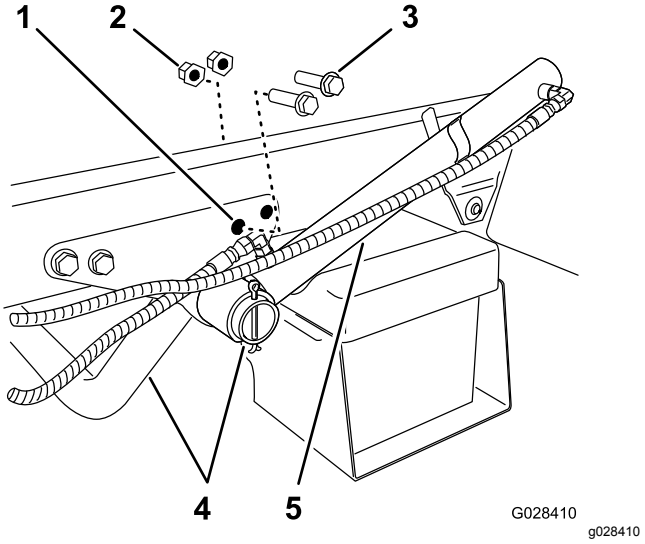

Figur 6
1. Fjern de to bakre flenshodeboltene og de to flenslåsemutterne som fester støttebraketten for motorrøret til maskinrammen (Figur 6).
2. Drei løftesylinderen for å gi plass til å montere holdebraketten for tankens gliderramme (Figur 6).